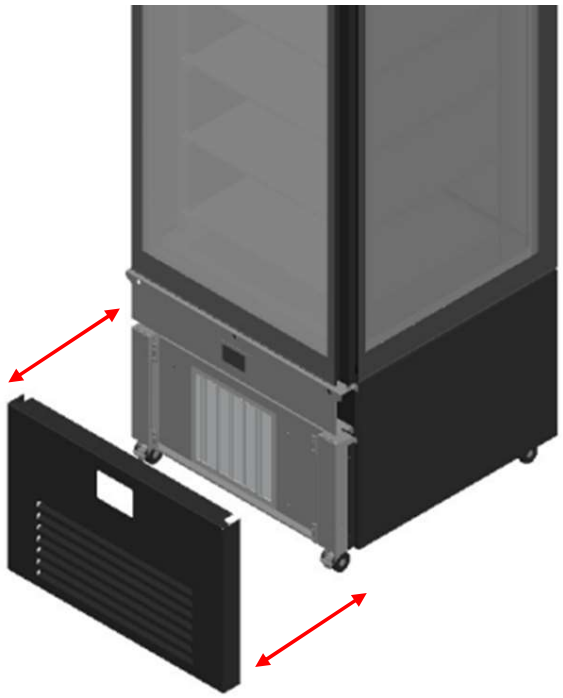

fig. 18
- It is equipped with a magnetic fixing system (Fig. 18).